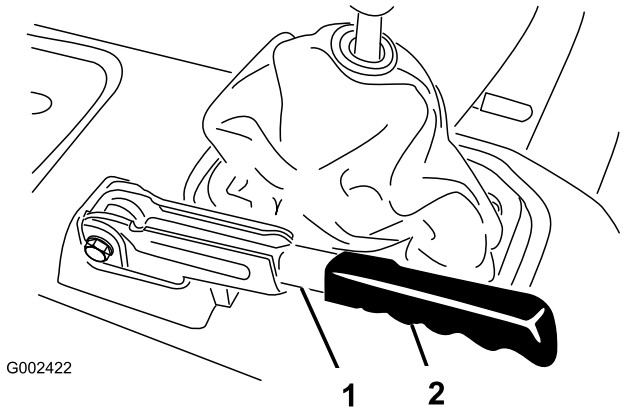

Figura 62
1. Togliete l'impugnatura di gomma dalla leva del freno di stazionamento (Figura 62).